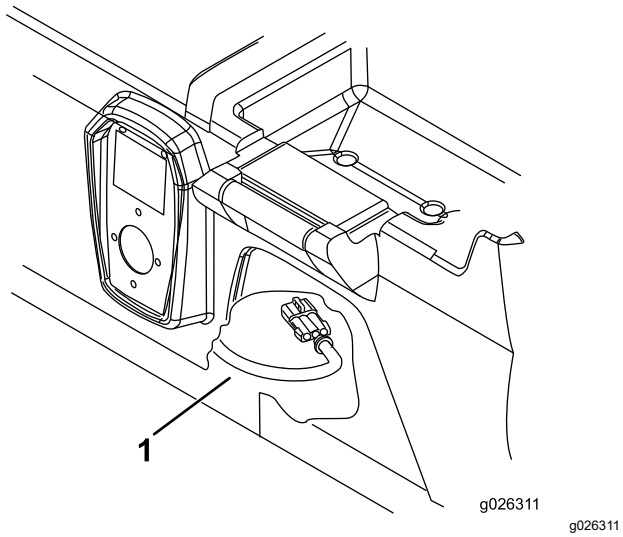

Figura 3
1. Alcance a parte inferior da base do banco e desligue o conector de cablagem do carregador (Figura 3).